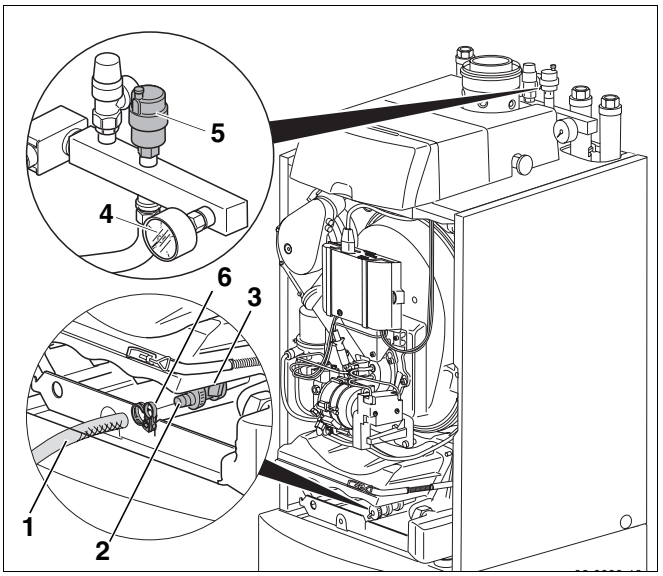

Bild 23 Heizungsanlage mit Füllwasser befüllen
- Kappe des automatischen Entlüfters (Bild 23, **Pos. 5**) eine Umdrehung aufdrehen, damit die Luft entweichen kann.
- Heizungsanlage über den bauseitigen Füllhahn langsam befüllen. Dabei Druckanzeige (Manometer, Bild 23, **Pos. 4**) für den Heizkreis beachten.
- Wasserzufuhr, Füll- und Entleerungshahn (Bild 23, **Pos. 3**) schließen.